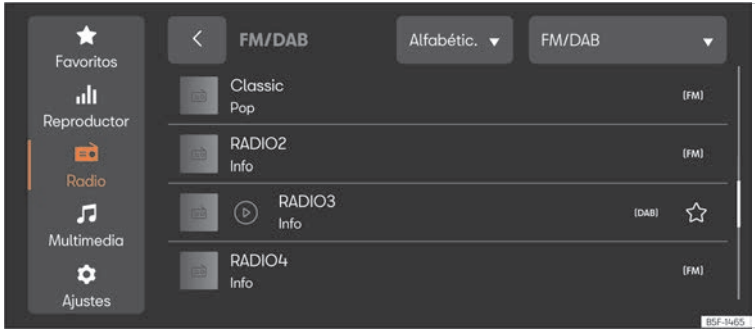

Fig. 170 Representació esquemàtica: Vista Radio.
- Premeu **HOME** > ⓟ > 📻 ››› fig. 170.